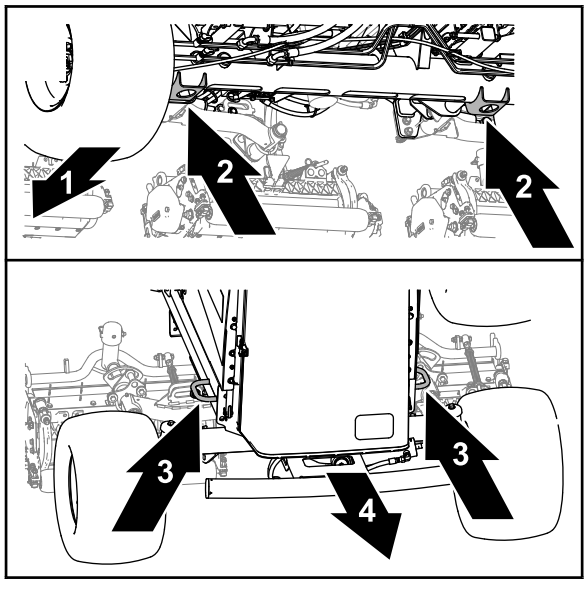

Figur 57
- Front – hullet i donkraftbeslagene på forakselrøret (Figur 57).